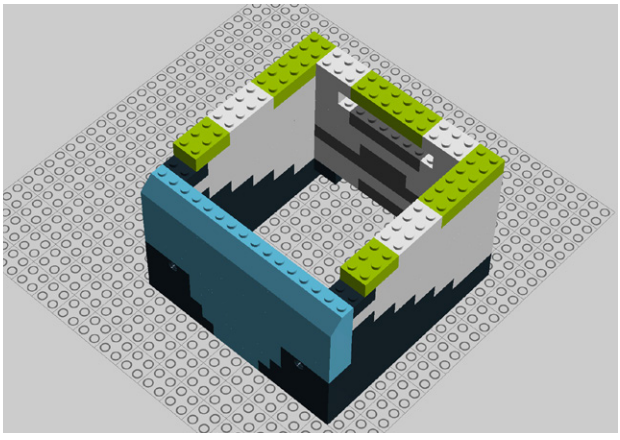

Figure 9-45. *Step 40: Adding two 2x3 and three 2x6 bricks*
40. Add two 2x3 and three 2x6 bricks (Figure 9-45).